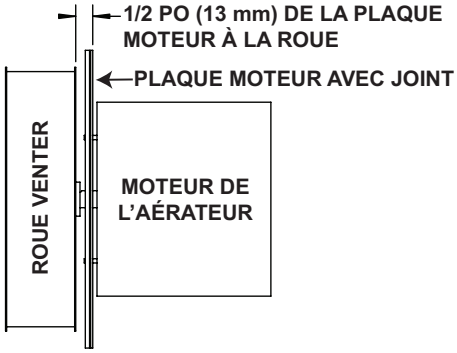

**Figure 33. Position de la roue venter sur l'arbre (tailles d'unité 130–310)**
c. Réassemblez avec un moteur d'aérateur et une roue de remplacement. Assurez-vous que la roue de l'aérateur est positionnée correctement sur l'arbre (voir **Figure 33**).